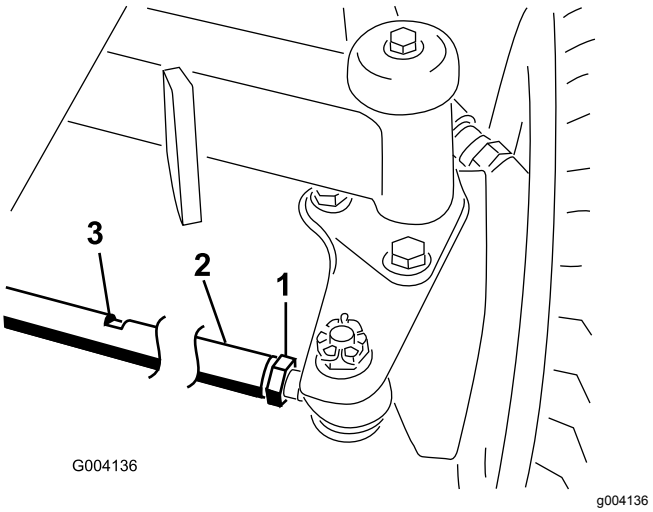

**Figur 93**
2. Løsn kontramøtrikken for hver ende af forbindelsesstangen (Figur 93).